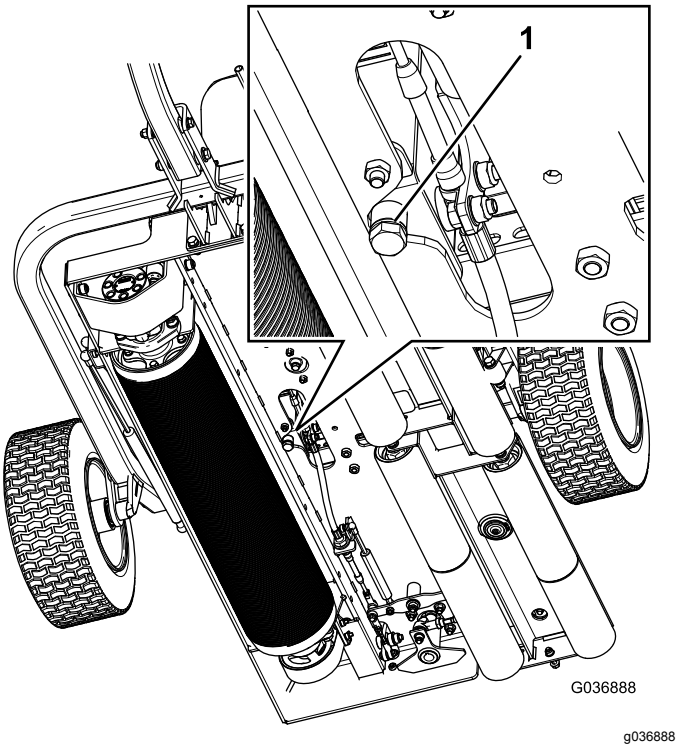

Figur 35
1. Plasser et tappefat under tappepluggen på den hydrauliske tanken (Figur 35).
2. Fjern tappepluggen fra bunnen av tanken (Figur 35).